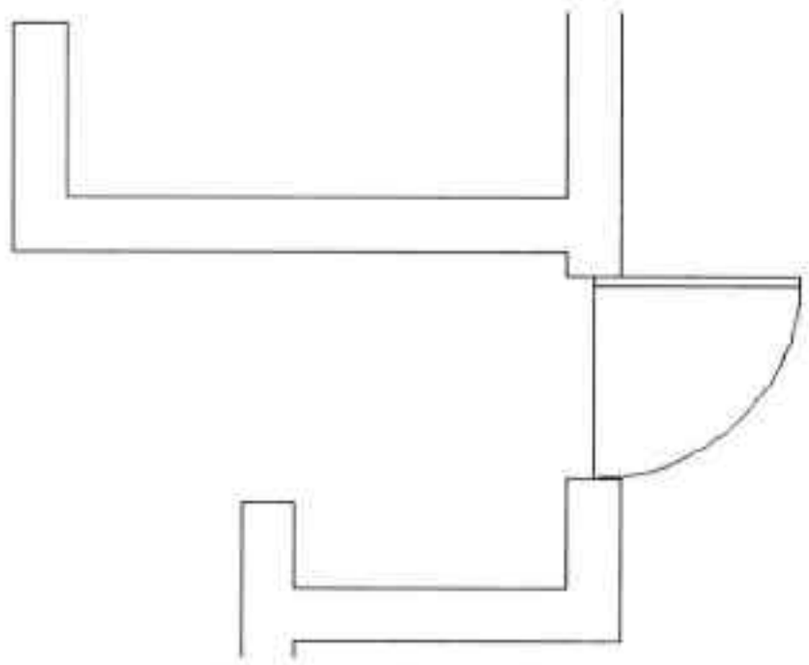

图19-19 修剪入户门
Step 04 执行“修剪”命令，修剪多余线条，完成门的绘制，如图 19-19 所示。